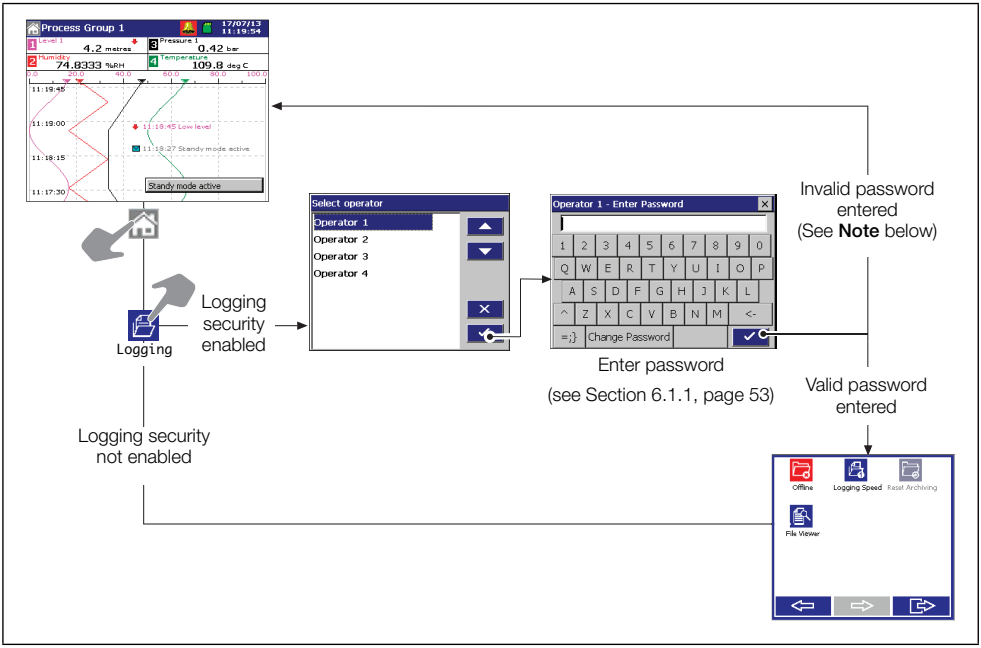

Fig. 6.2 Accessing logging – advanced security
- If **Security System** is set to *Advanced* and **Logging Security** is set to *On*, access to the Logging facility is protected by a unique password for each authorized user. Refer to Fig. 6.2, page 52 to access Logging.